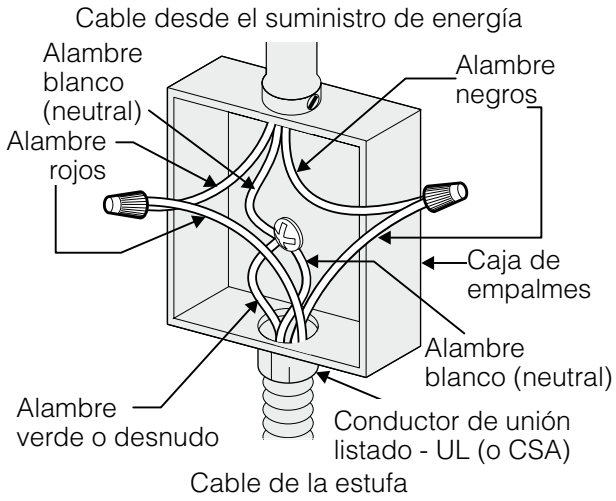

Figura 5 - CAJA DE EMPALMES DE 3 ALAMBRES PUESTA A TIERRA
Donde los códigos locales permitan conectar el conductor de puesta a tierra del electrodoméstico al neutral (blanco) (ver figura 5):
2. En el interruptor automático, caja de fusibles o caja de juntas: conectar el aparato y los cables residenciales como se muestra en la figura 5.
ADVERTENCIA Este electrodoméstico está fabricado con un suministro eléctrico neutro blanco y un alambre de cobre conectado al armazón. El armazón esta puesto a tierra por un enlace de la conexión a tierra con la conexión del neutro al final de la línea eléctrica, si es usado en los estados unidos una nueva instalación de circuito de bifurcación (1996 NEC), casa rodante, vehículos recreacionales, o donde los códigos locales no permitan poner a tierra mediante el neutro (blanco) o en Canadá, desconectar la conexión blanca de la verde y utilizar la conexión a tierra para poner a tierra la unidad de acuerdo a los códigos locales, conectar el neutro al circuito de bifurcación- conductor neutro de manera usual, Ver Figura 6. Si su electrodoméstico va a ser conectado a una caja de conexión puesta a tierra de 3 cables (en los estados unidos solamente), donde los códigos locales permitan conectar el conductor de poner a tierra-electrodoméstico con el neutro (blanco) ver Figura 5.